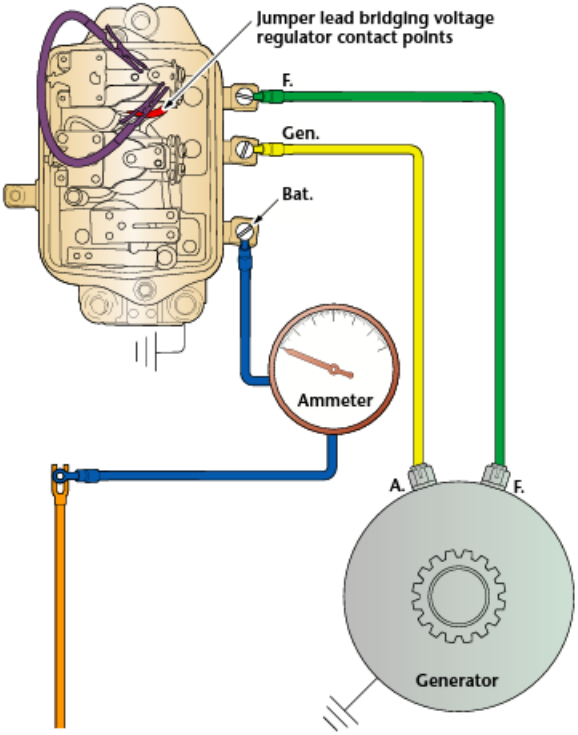

Figure 4-2-11. Checking current regulator, jumper lead method.
- Connect an ammeter into the charging circuit as shown in Figure 4-2-11.
- Connect the jumper lead across voltage regulator points as in Figure 4-2-11.